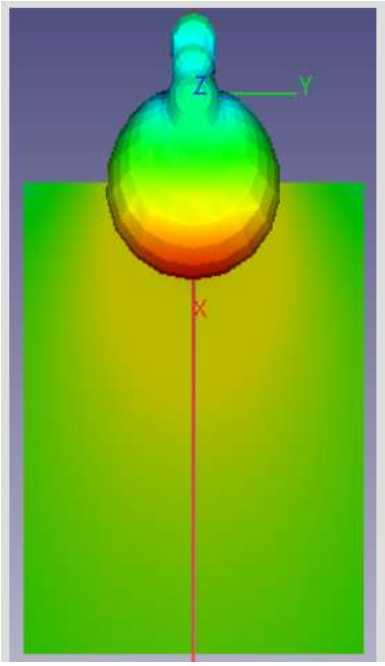

Рис. 6.18. Ближнее поле в районе рупорной антенны
- Отключите опцию ***Visible*** далее для узла **Scene: radome** в дереве проекта, чтобы видеть результаты более ясно (рис. 6.18)